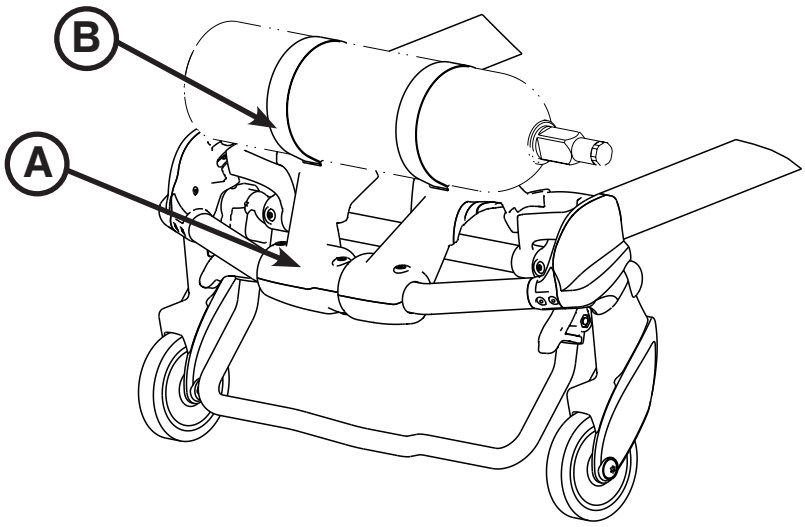

Afbeelding 65
1. Plaats de zuurstoffles gecentreerd in het gebogen oppervlak van item (A) zoals getoond in Afbeelding 65.
2. Trek beide riemen (B) rondom de zuurstoffles strak.